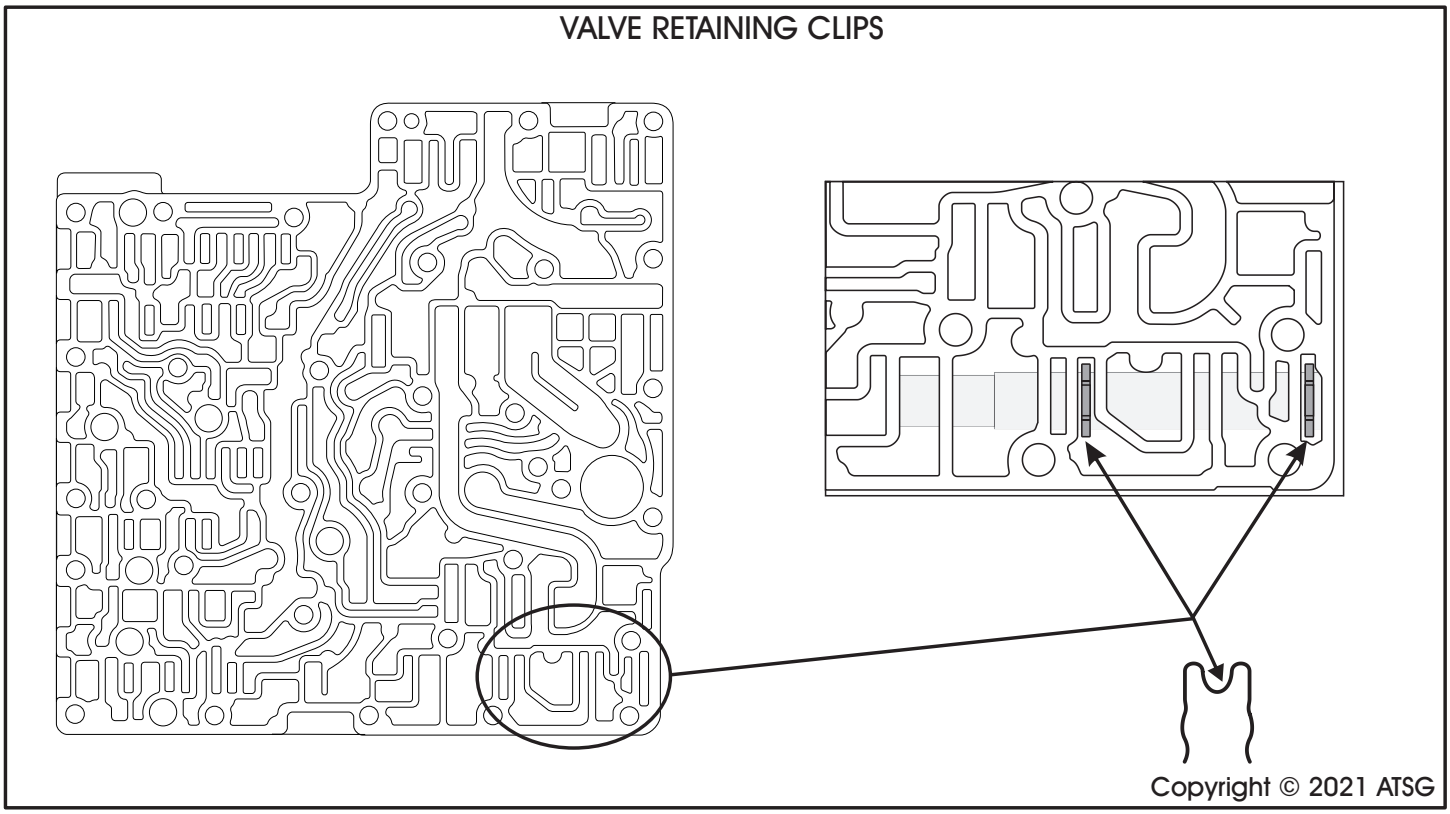
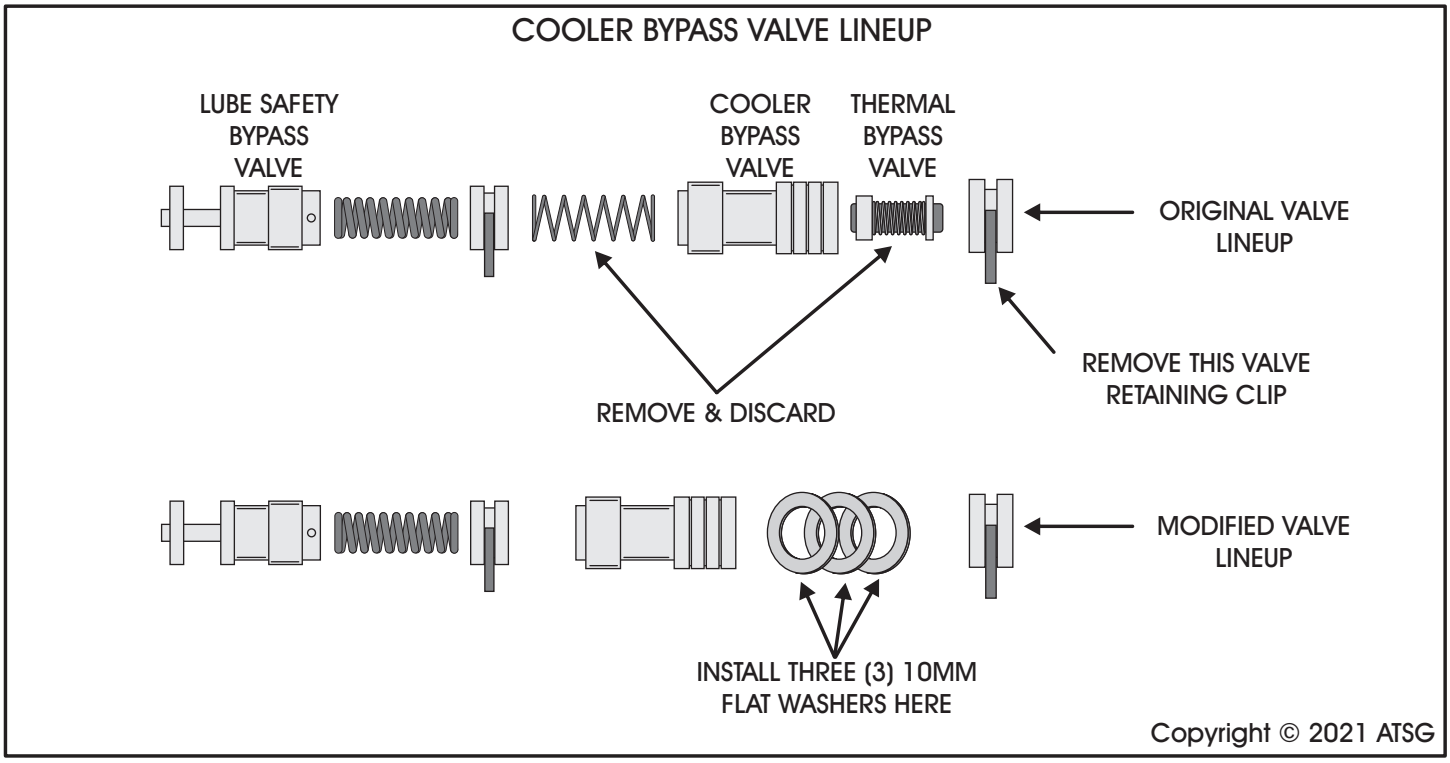

Figure 1
Figure 2
CORRECTION: Remove the outer most valve retaining clip as seen in figure 1. Then remove the thermal element and the spring located immediately after the cooler bypass valve as shown in figure 2. Then install three (3) 10mm washers between the outer bore plug and the cooler bypass valve also shown in figure 2. This will allow full time cooler flow at all temperature ranges.